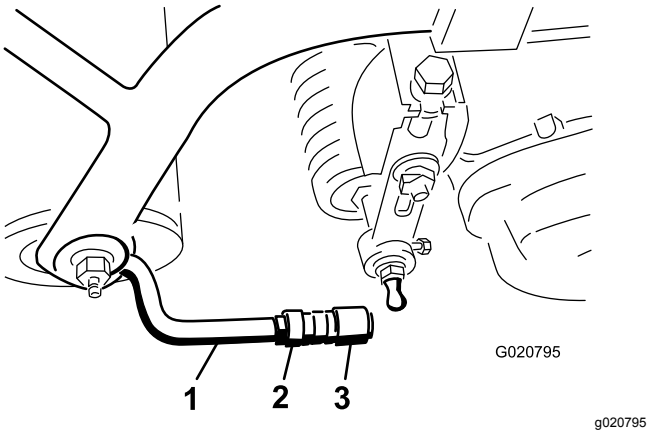

**Figur 9**
5. Passa in kulledernas hylsbeslag så att beslagens öppna sida är centrerad mot kultappen, och dra åt kontramuttrarna så att hylsbeslagen hålls på plats (Figur 9).